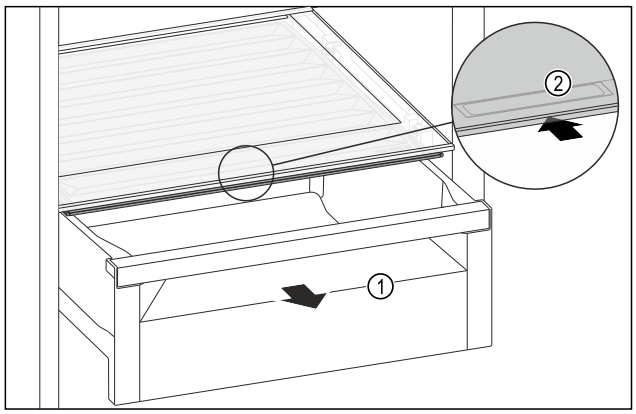

Fig. 112
▶ Extrageți sertarul *Fig. 112 (1)*.
▶ Prindeți mânerul încastrat *Fig. 112 (2)* de la capacul compartimentului și glisați concomitent capacul compartimentului spre partea posterioară.